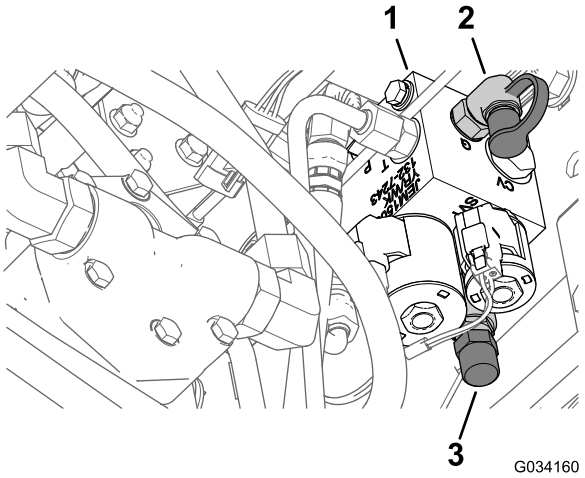

Figur 16
3. Slut en trykmåler til testporten bag løftemanifolden (Figur 16).
4. Fjern dækslet fra vægtoverførselspolen fra forsiden af løftemanifolden (Figur 16).
5. Løsn kontramøtrikken nederst på vægtoverførselspolen (Figur 16).